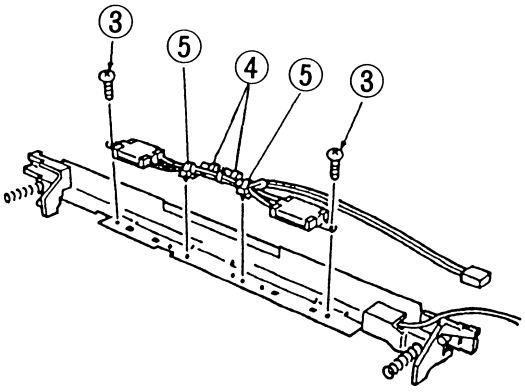

Figure 10-228
6) Butt the two heaters against the transfer guide as shown in Figure 10-228, and fix the two mounts with two screws ③; further, fix the harness in place using two harness bands ④ (front, rear).